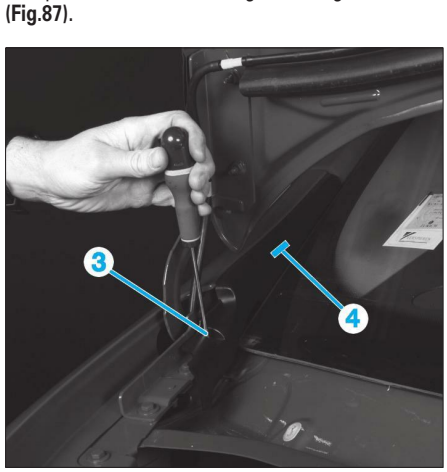

**Fig. 87**
• Déposer la vis (3) et dégrafer la garniture (4) **(Fig.87)**.